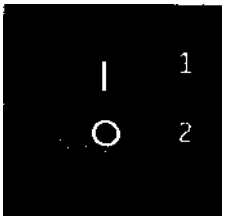

Рис. 3-20. Автоматический выключатель (размещенный на задней панели системы)
2. Нажмите выключатель электропитания на задней панели системы (см. Рис. 3-20).